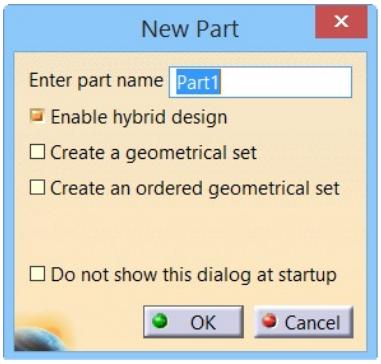

***Figure 2-43** The **New Part** dialog box*
2. Choose **Close** from the **File** menu to close the **Product1** file. Next, choose **Start > Mechanical Design > Part Design** from the menu bar; the **New Part** dialog box is displayed, as shown in Figure 2-43.